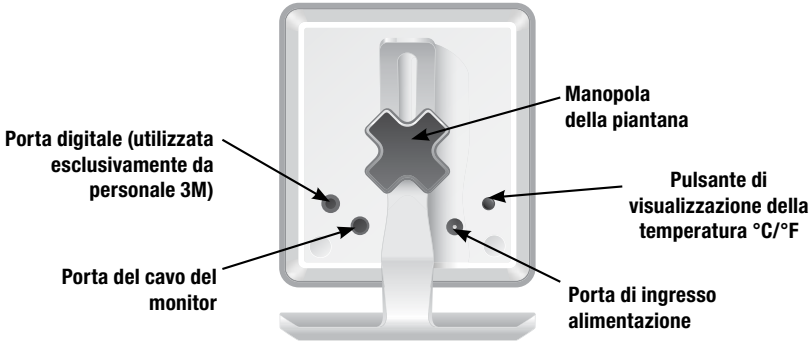

Figura 5: Retro dell'unità di controllo
2. Collegare l'alimentazione al retro dell'unità di controllo SpotOn (vedere la figura 5: Retro dell'unità di controllo).
4. Se lo si desidera, utilizzare il cavo del monitor fornito per collegare l'unità di controllo SpotOn al monitor del paziente (vedere la figura 5: Retro dell'unità di controllo).